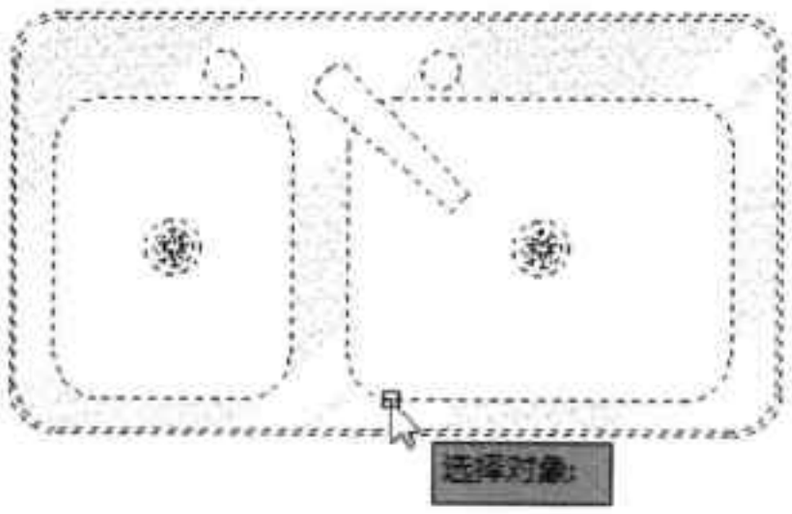

图7-3 选择炉灶图形
Step 03 返回“块定义”对话框，单击“对象”选择组中的“选择对象”按钮，并在绘图区中框选炉灶图形，按回车键，如图 7-3 所示。